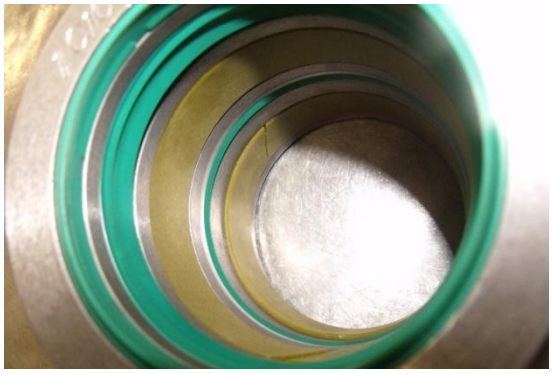

Figure 8
6. Dismantle sealing parts with special tools (refer to figure 8).